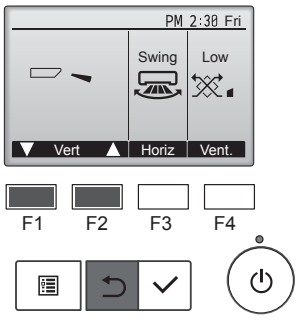

Afb. 7-4
② Druk op de toets [SELECTEREN] om het scherm voor waaierinstelling (Vane) weer te geven en druk op de functietoetsen [F1] en [F2] om de automatische waaierinstelling te controleren. (Afb. 7-4)